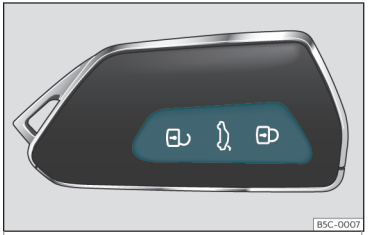

Fig. 74 Chiave con telecomando: tasti.
- Blocco: premere il tasto ››› **fig. 74**.